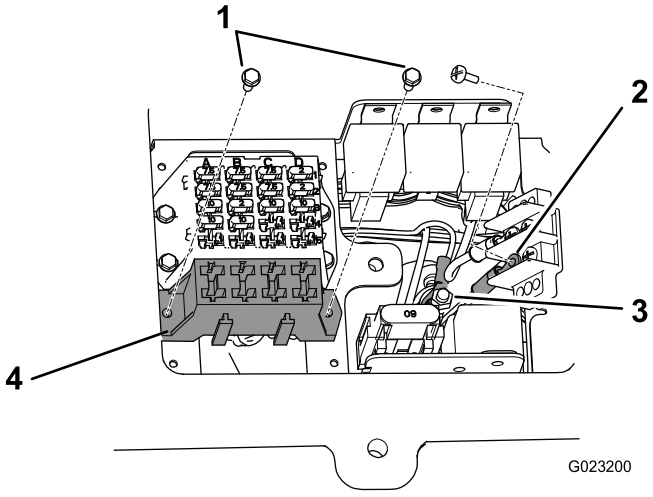

Figure 32
3. Mount the wiring-harness-fuse block next to the existing fuse block with the 2 self-tapping screws (#8 x 1/2 inch) included with the wiring harness (Figure 32).
4. Connect the small-ring terminal from the wiring harness to 1 of the screws on the ground-block terminal (Figure 32).
5. Connect the large-ring terminal, from the wiring harness, to the stud on the junction block (Figure 32).